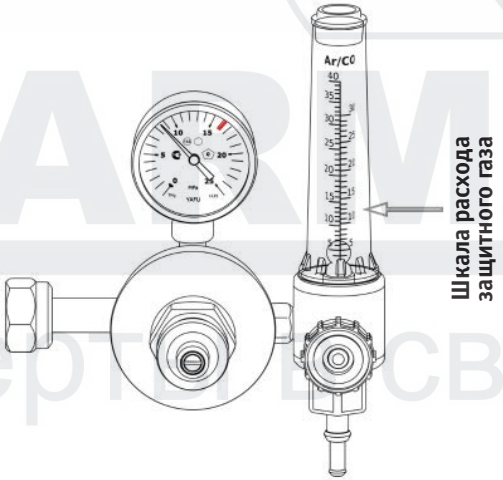

Рис. 12.1.3. Расход защитного газа.
**6.** С помощью регулятора (См. рис. 12.1.3) установите необходимый расход защитного газа (от 4 до 25 л/мин в зависимости от выполняемых задач или см. таблицу 12.11.3).